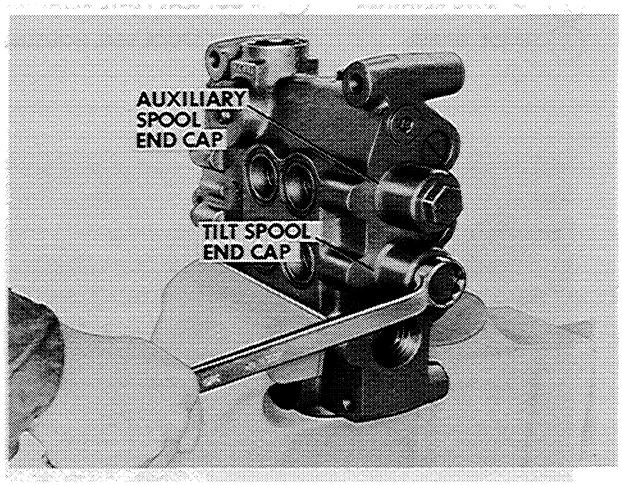

Figure DD-13
1. Remove either the tilt spool or auxiliary spool end cap using a 1"wrench as illustrated in Figure DD-13.